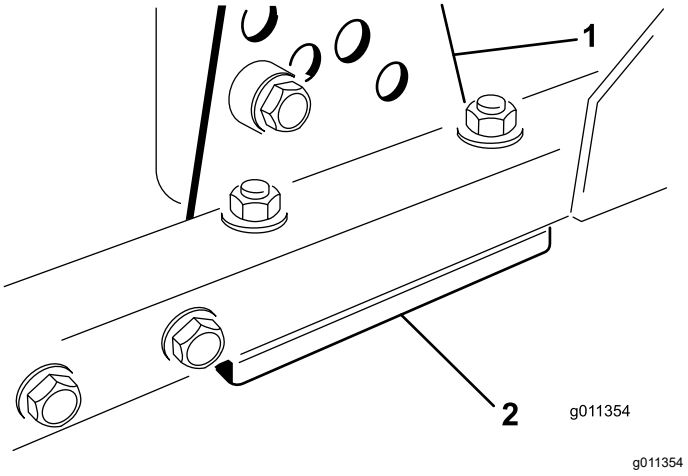

Figur 123
1. Ta klippehøydebraketten (fremre, venstre eller høyre) av klippeenhetens ramme (Figur 123).
2. Juster 1,5 mm mellomlegg og/eller 0,7 mm mellomlegg mellom klippeenhetens ramme og brakett for å oppnå ønsket klippehøyde (Figur 123).